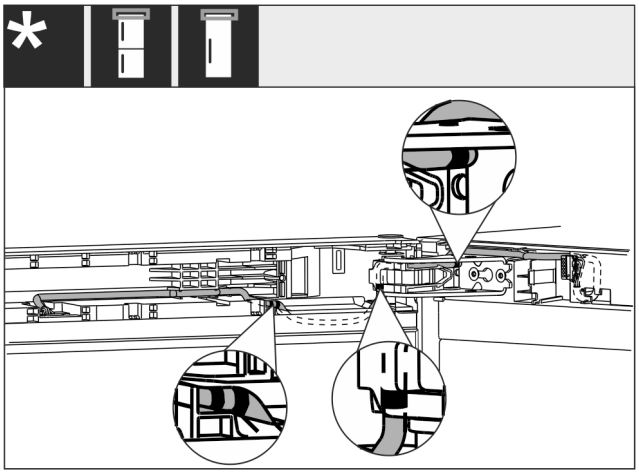

Fig. 61
- ▷ Kabeļa izvietošana ir tāda, kā parādīta attēlā *Fig. 61 ()*.